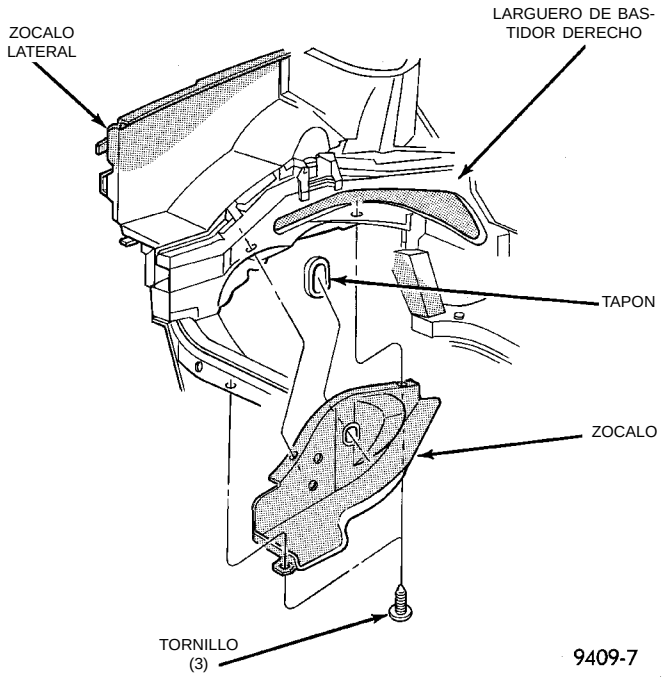

Fig. 35 Zócalo interno derecho
(1) Retire las correas de transmisión de accesorios. Para informarse sobre el procedimiento descrito en esa sección, consulte el Grupo 7, Sistema de refrigeración.
(2) Eleve el vehículo sobre un elevador y retire el zócalo interno derecho (Fig. 35).